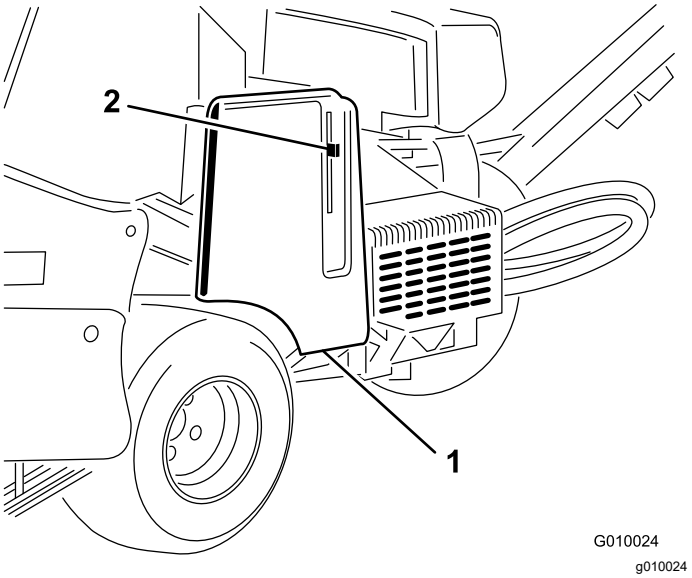

Rysunek 61
2. Odblokuj i zdejmij pokrywę paska (Rysunek 61).